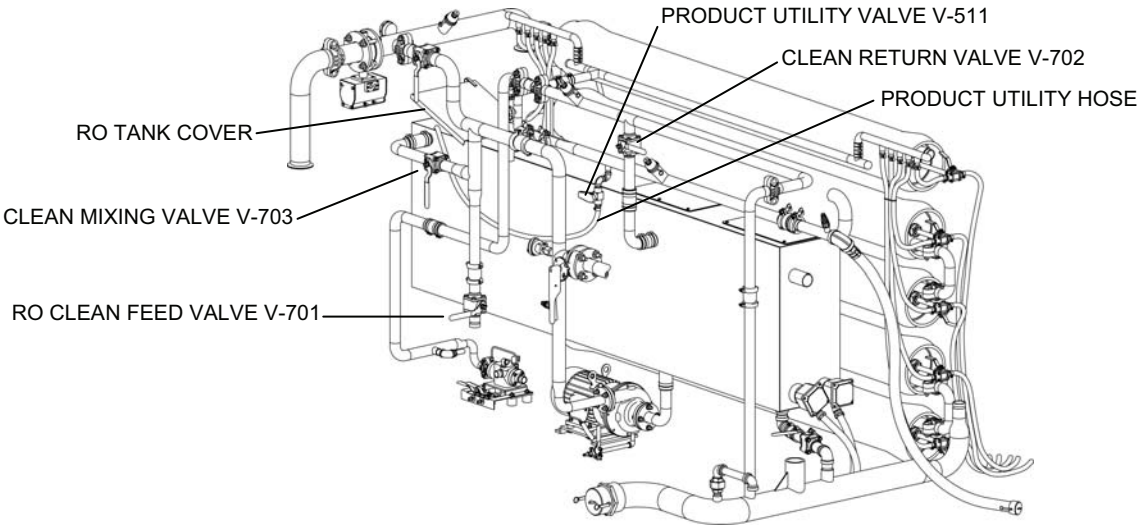

Figure 8. Valves For RO Acid Cleaning.
d. Direct the product utility hose to discharge into the RO feed tank through the open tank cover (see Figure 8).